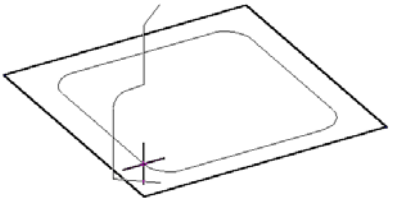
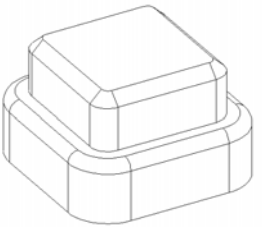

Рис. 26
Рис. 27
- постройте эскиз сечения, нормальный траектории (рис.26); в результате получится компонент на рис.27.